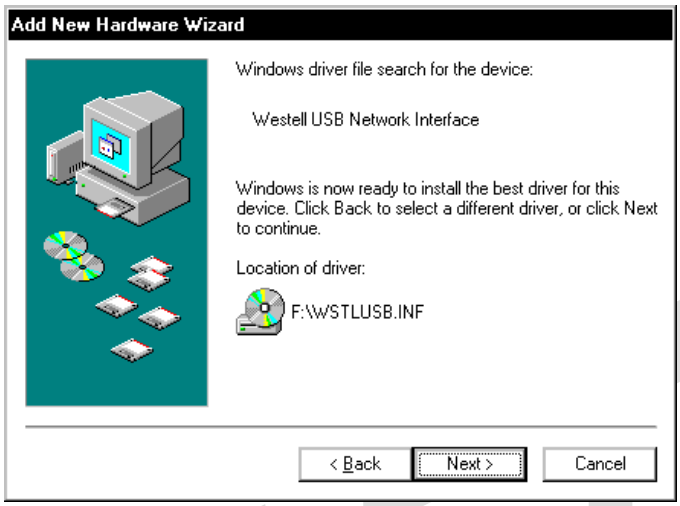

Figure 8. Windows 98 SE
5. **Windows 98 SE:** Windows will display the location of the driver (Figure 8). The drive "letter" may vary. Click **Next**.